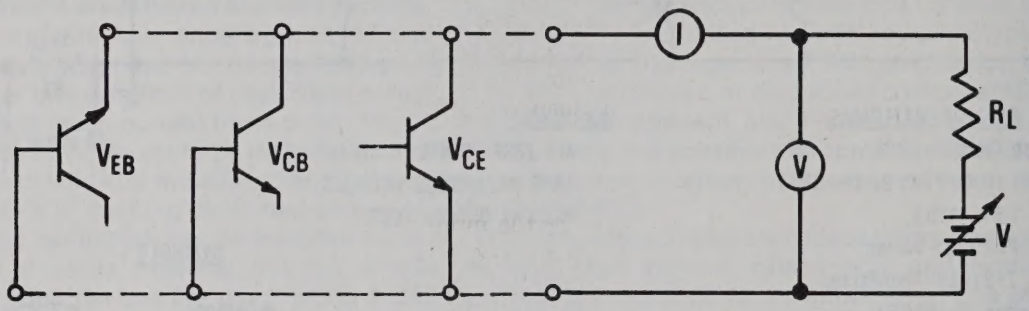

Figure 4.4 Transistor Blocking Voltage Test Circuit
5. Transistor blocking voltage and gain test circuits (see Figures 4.4 and 4.5)
Transistor Blocking Voltage Test Circuit—The voltage capability of a transistor is measured using the circuit in Figure 4.4. The transistor is connected in one of the three desired modes (i.e., V_{CE}, V_{CB} or V_{EB}). The